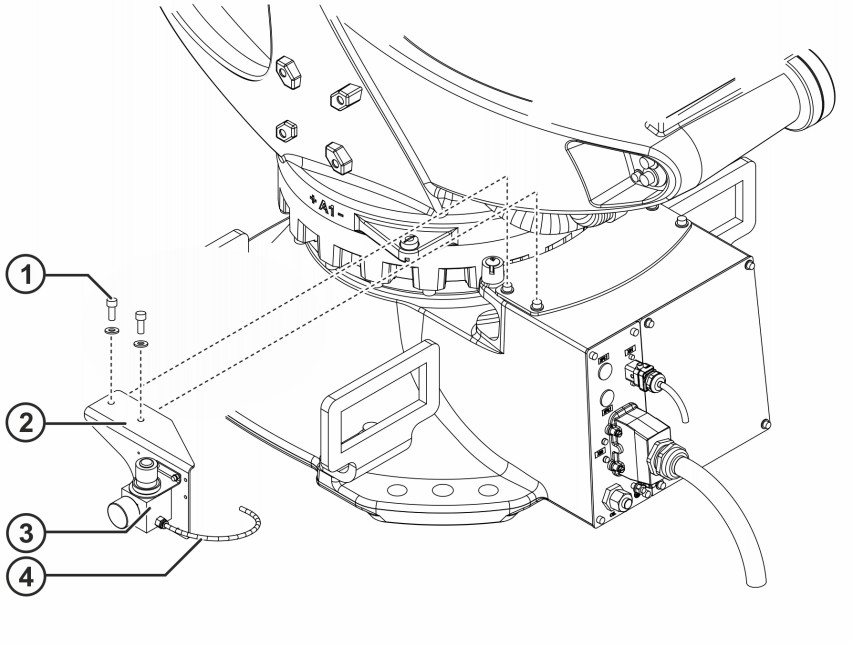

Fig. 11-10: Installing PURGE option D
1. Unscrew the 2 left-hand M8x20-8.8 Allen screws from the cover plate (>>> *Fig. 11-10*).